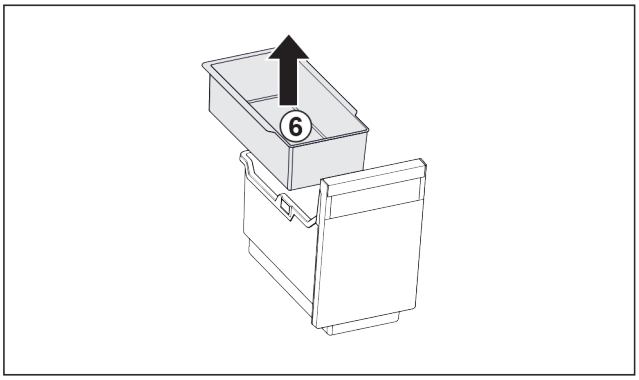

Fig. 124
▶ Extrageți tava suspendată *Fig. 124 (6)*.